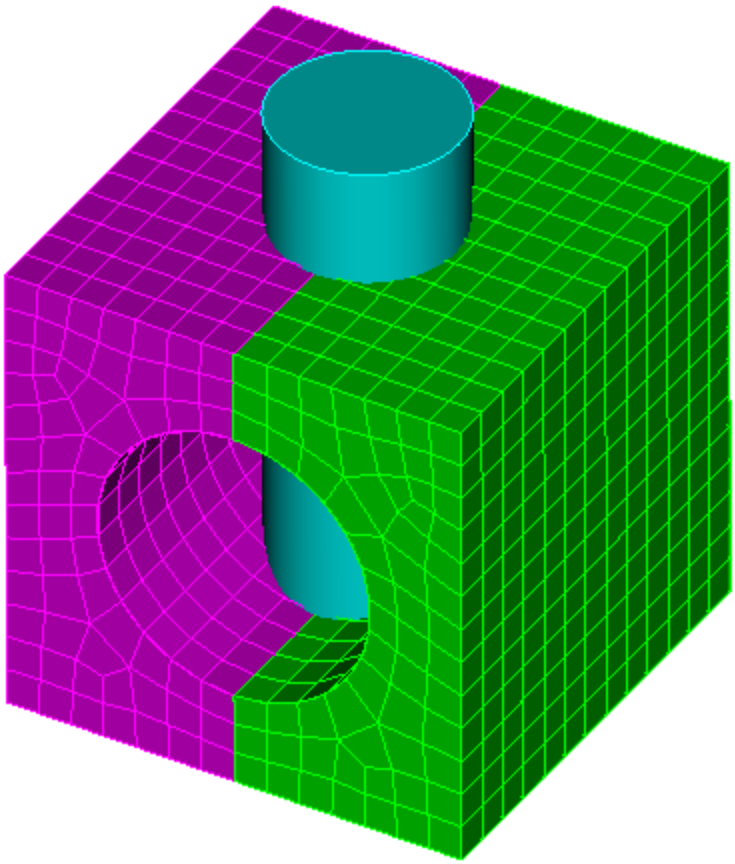

**Figure 3: The starting mesh and cutting entity**
**Step 2**: Create a cutting entity. Figure 3 shows the volume that will be used to cut the mesh. The commands are: